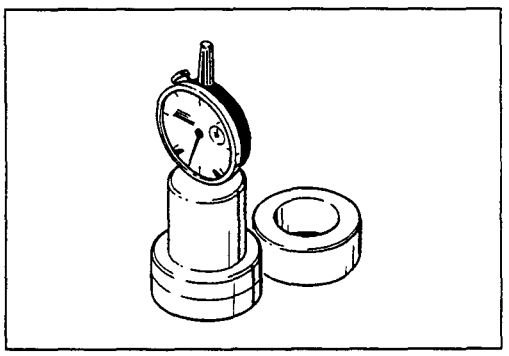

Figure 27
6. Rotate the gauge a few revolutions, **in one direction only,** while applying medium to heavy hand pressure in order to seat the rollers correctly and to drive out surplus lubricant from between the bearing surfaces. Record the dial gauge reading. This reading is known as the 'bearing deviation'. (Fig. 27).